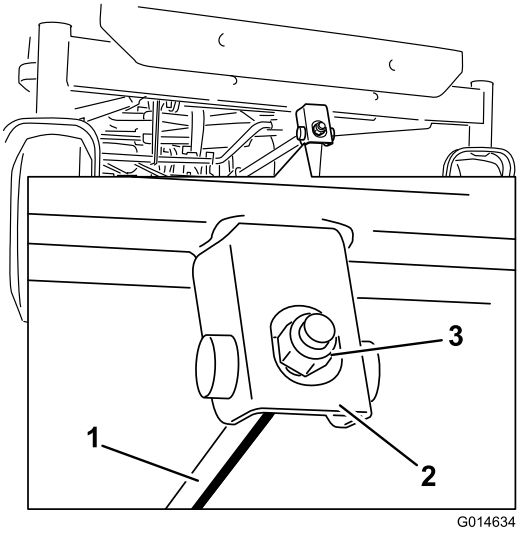

**Figure 72**
1. Rotate the adjustment nut in the front of the mower (Figure 72).